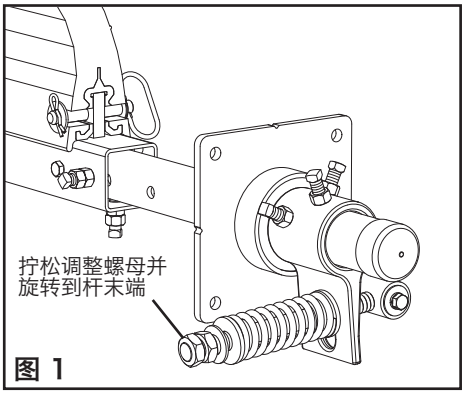

图 1
1. **释放张力。**松开两侧的调整螺母并向外旋转直到与轴臂末端持平（图 1）或释放 PAT 控制箱中的压力。此操作可以释放输送带刮刀上的张力。